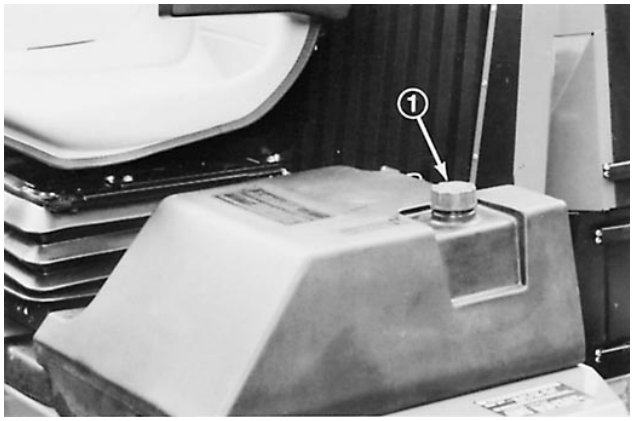

Afbeelding 7
1. Verwijder de dop van de brandstoftank (Afb.7).